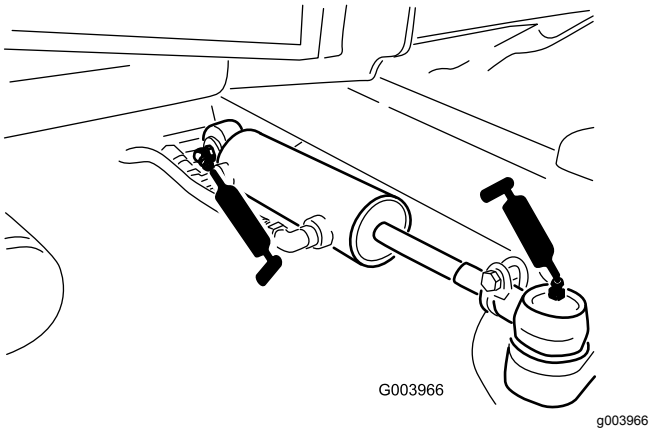

Figur 81
- Styrcylinderns kulleder (2) (Figur 81)